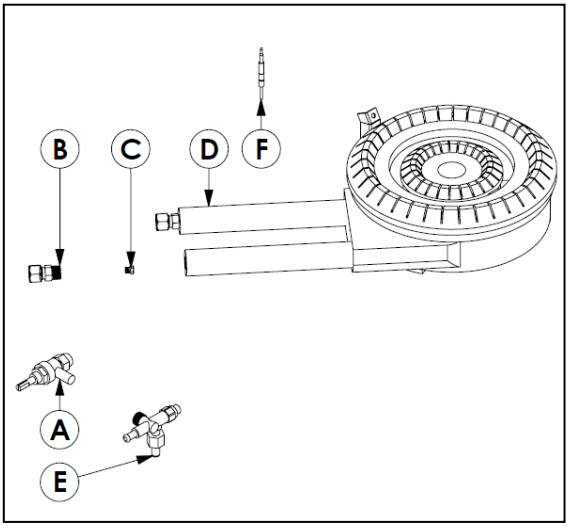

Bild 2
2. verwendet werden nach der Art der Gasinjektor "C" ändern sich die Werte in der Tabelle Injektoren berücksichtigen. Zu diesem Zweck wird die "B" Inyoni "D" des Gaseinlassrohr zu trennen und entfernen Sie die Spritz. (Bild 2)